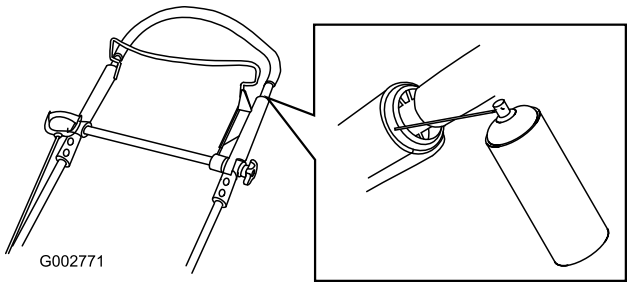

Figur 34
1. Spreja den yttre plaständen på det inre handtaget (Figur 34).